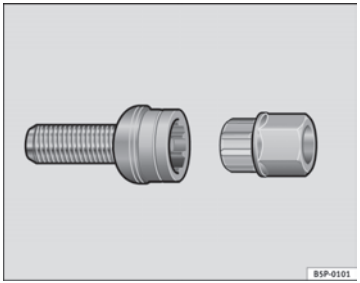

Fig. 150 Anti-theft wheel bolt
– Insert the adapter onto the wheel bolt and push it on as far as it will go ⇒ Fig. 150.